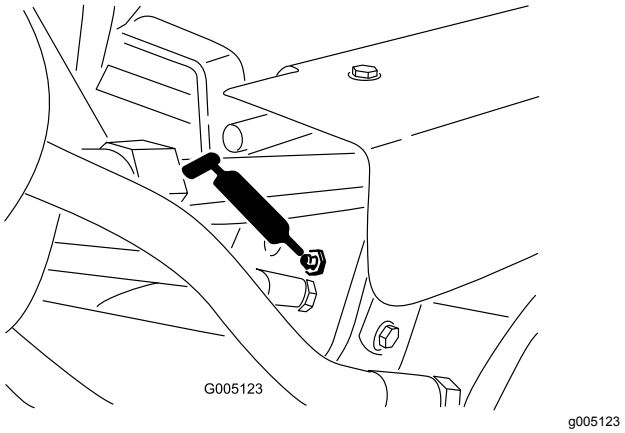

Figur 41
- Løftecylindre (3) (Figur 41)